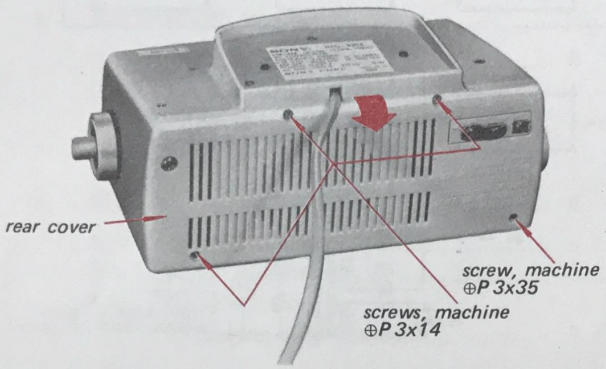

Fig. 2-1.
1. Remove the four machine screws from the rear cover as shown in Fig. 2-1.